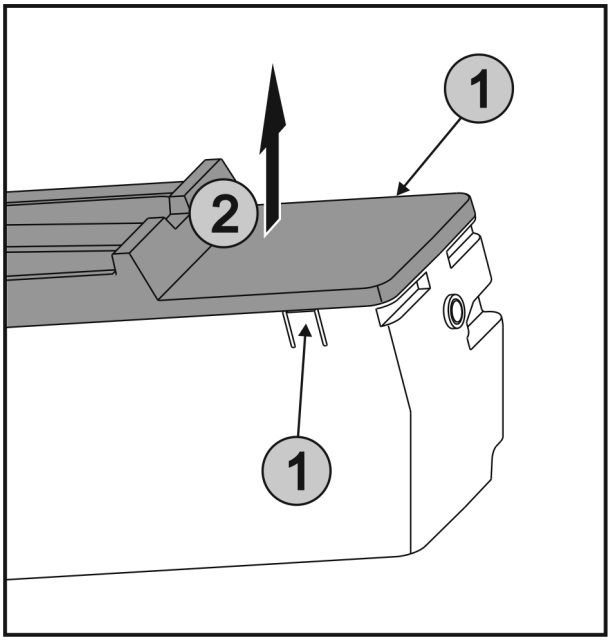

Fig. 38
▶ Press the lugs *Fig. 38 (1)* on both sides of the EasyTwist-Ice simultaneously and take off the cover *Fig. 38 (2)* upwards.